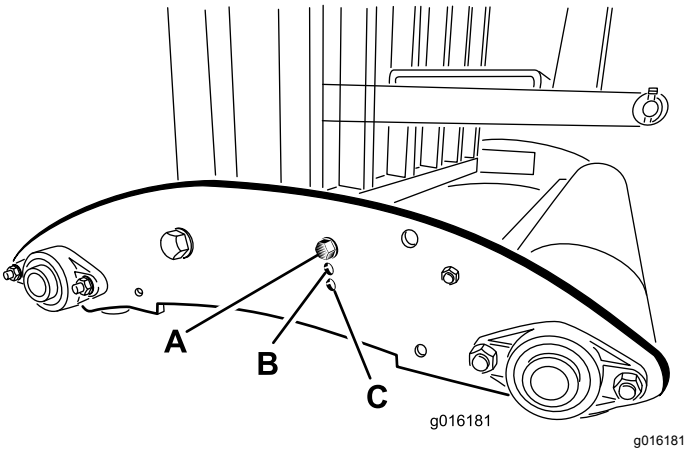

Figur 33
**Obs:** På modellerna SR54-S och SR70-S monteras rörändarna vid den nedre sidoplåtens monteringshål om luftarpinnsdjupet på luftaren är inställt på position A (Figur 33). Använd de övre monteringshålen till djupinställningspositionerna B eller C.